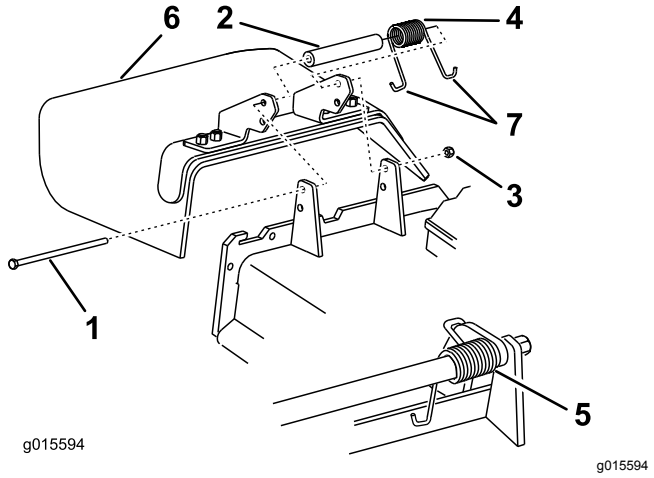

Figuur 107
1. Verwijder de borgmoer, bout, veer en afstandsstuk waarmee de grasgeleider vastzit op de draaibeugels (Figuur 107).
2. Verwijder een beschadigde of versleten grasgeleider (Figuur 107).
Opmerking: Zorg ervoor dat 1 **J**-vormig haakuiteinde van de veer is gemonteerd achter de rand van het maaidek voordat u de bout monteert zoals wordt aangegeven in Figuur 107.
6. Plaats 1 **J**-vormig haakuiteinde van de veer om de grasgeleider (Figuur 107).